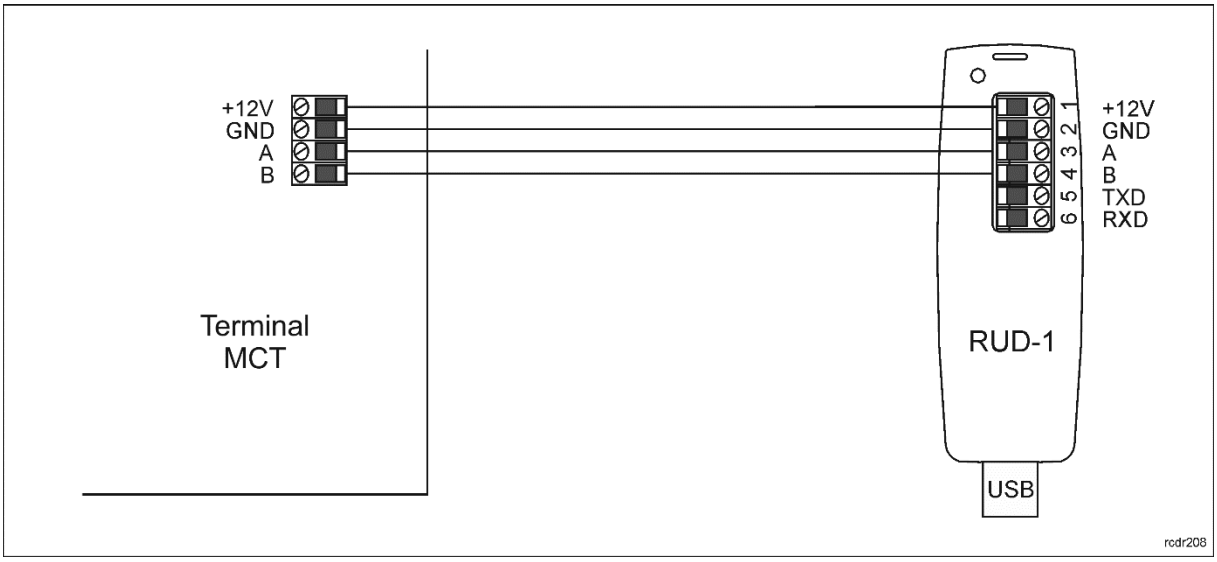

Rys. 9 Sposób podłączenia terminala do interfejsu RUD-1 (konfiguracja niskopoziomowa).
1. Podłącz urządzenie do interfejsu RUD-1 zgodnie z rys. 9, a interfejs RUD-1 do portu USB komputera.